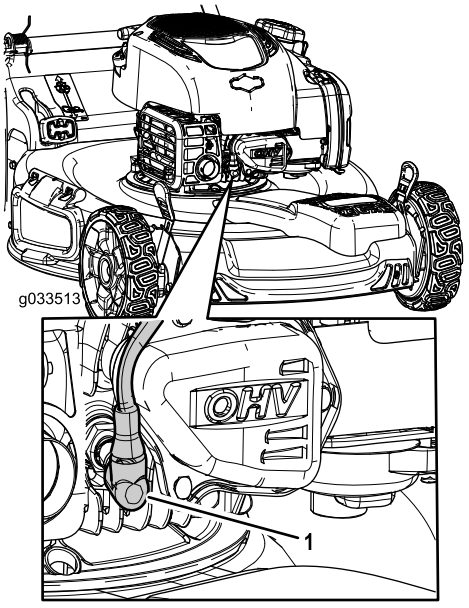

Figuur 30
2. Trek de bougiekabel los van de bougie (Figuur 30) voordat u onderhoudswerkzaamheden uitvoert.